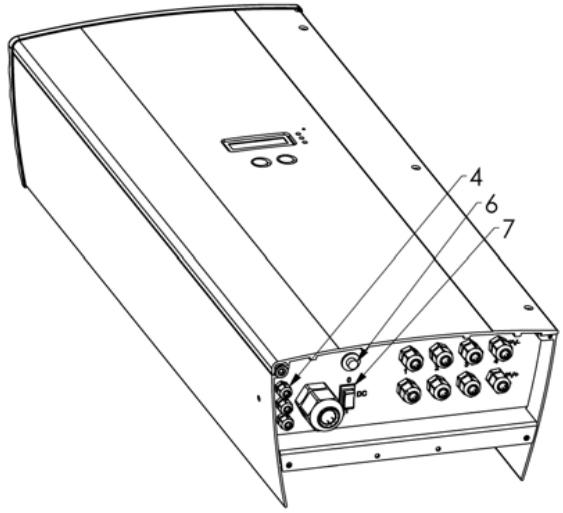

Figure 4.6: **Underside of the Powador**
To do so, press key "6" (see figure 4.6 - (6)) on the underside of the unit for approx. 5 seconds until the display appears.